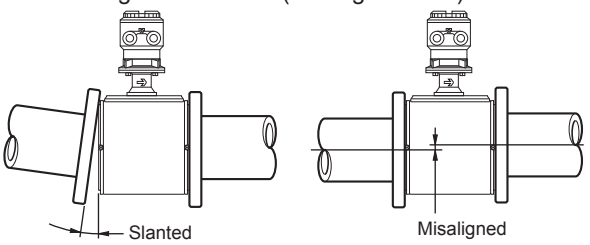

Figure 3.2.2 Slanted and Misaligned Flowmeter Piping
(1) Correct any misaligned or slanted piping, and any gaps that may exist between mounting flanges before installing the flowmeter (see Figure 3.2.2).